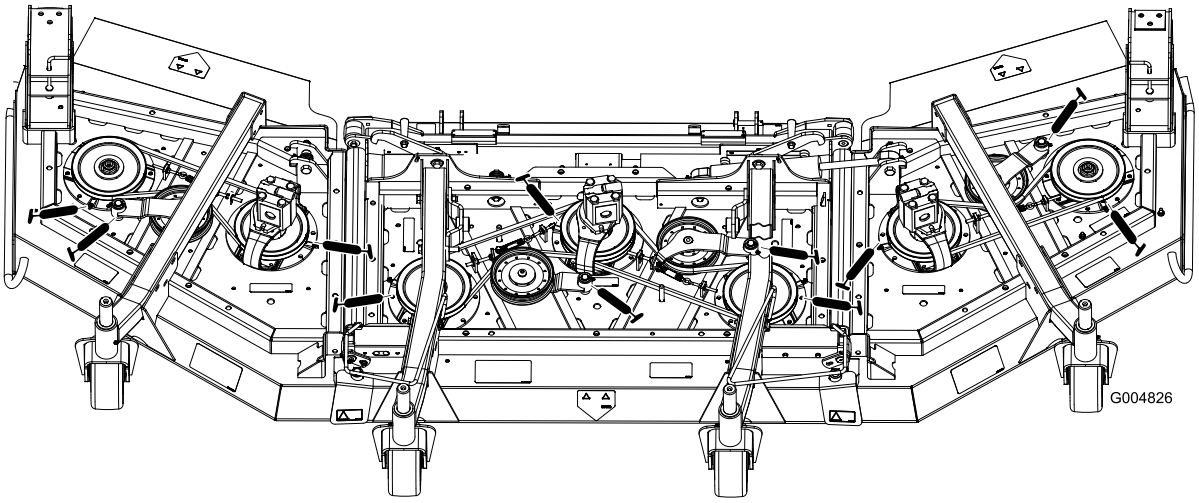

図 40
- スピンドルシャフトのベアリング3ヶ所プーリの下図 40。
- アイドラアームのピボットのブッシュ2ヶ所図 40